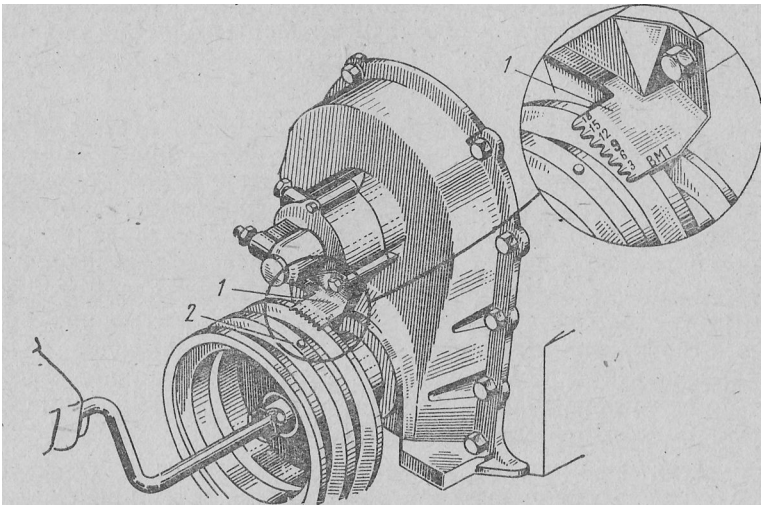

Рис. .93, Установка зажигания:
1. Установить поршень первого цилиндра в верхней мертвой точке такта сжатия, для чего повернуть коленчатый вал до совмещения отверстия на шкиве коленчатого вала с меткой «ВМТ» на указателе установки зажигания, расположенном на датчике ограничителя максимальной частоты вращения (рис. 93).
3. Повернуть коленчатый вал двигателя на величину установленного угла опережения зажигания; для этого, вращая коленчатый вал двигателя пусковой рукояткой, совместить в конце второго оборота 'отверстие © шкиве коленчатого вала с 'риской 9 на указателе установки момента зажигания (см. рис. 93).